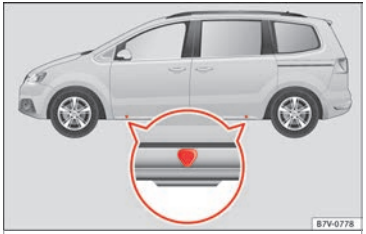
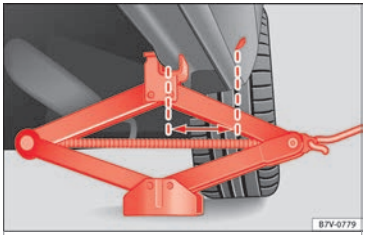

Fig. 70 Jack position points
Fig. 71 Jack mounted on the left rear part of the vehicle
The jack may be applied only at the jacking points shown (marks on chassis) ››› **Fig. 70**. The mark indicates the jacking points **below** the vehicle. The jacking points are on the ribs **behind** the front edges ››› **Fig. 71**. Always the relevant jacking point for the wheel to be changed ››› ⚠.
6. Look below the vehicle for the jacking point ››› Fig. 70 closest to the tyre which has to be changed.
8. Ensure that the foot of the jack is firmly on the ground and that it is placed immediately below the lifting point on the vehicle ››› Fig. 71.
9. Straighten the jack and continue raising it using the handle until the claw holds the vertical reinforcement beneath the vehicle ››› Fig. 71.
- **Only fit the jack at the prescribed jacking points. The claw of the jack should grip the reinforcement nerve on the underbody ››› Fig. 71.**